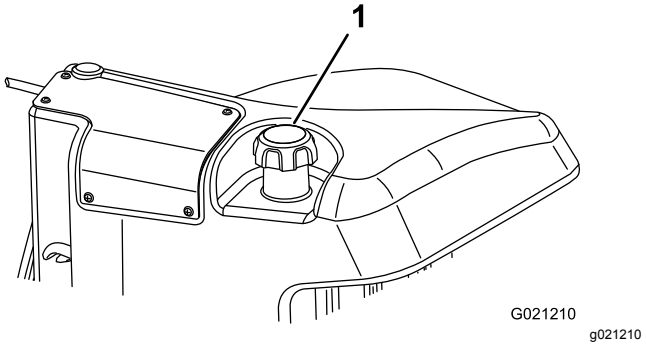

**Figur 17**
3. Ta bort locket från bränsletanken (Figur 17).